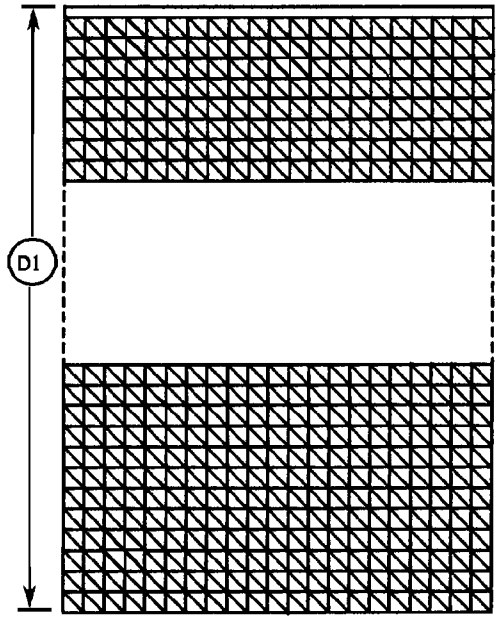

**Figure 1 Checking the Print Length**
4. ( Figure 1): Measure the two prints in the paper feed direction.